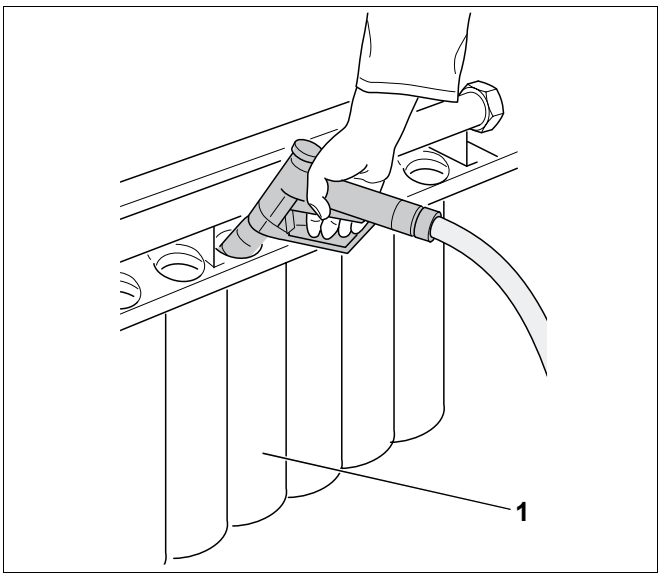

Рис. 21 Чистка газовой горелки
- Сначала прочистить сверху струей воды стержни горелки (рис. 21, **поз. 1**), затем щели спереди.
- Поставить горелку вертикально, оперев ее на стержни (рис. 21, **поз. 1**).
- Струей воды промыть изнутри стержни горелки (рис. 21, **поз. 1**) и дождаться пока вода вытечет из их щелей.